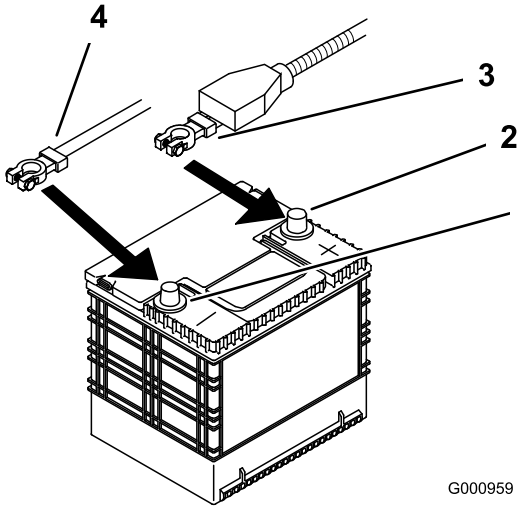

Rysunek 53
4. Odłącz w pierwszej kolejności ujemny przewód akumulatora od ujemnego (-) zacisku akumulatora (Rysunek 53).
5. Wysuń czerwoną nakładkę zacisku z dodatniego (czerwonego) zacisku akumulatora. Następnie odłącz dodatni (czerwony) przewód akumulatora (Rysunek 53).
4. Zamocuj przewody za pomocą dwóch śrub (1/4 x 3/4 cala), dwóch podkładek (1/4 cala) i dwóch przeciwnakrętek (1/4 cala) (Rysunek 53).